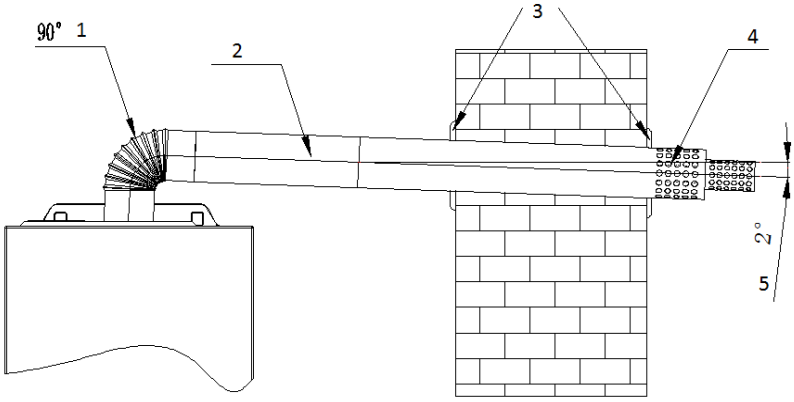

Рис. 15
В зависимости от фактического места установки котла можно столкнуться с ситуацией, когда длины трубы дымоотвода будет недостаточно для монтажа, или же необходим дополнительный поворот на $90^o$, тогда возможно, основываясь на фактической потребности, заказать удлинение трубы или дополнительные отводы $90^o$, смотри рис. 15.
**ВНИМАНИЕ:** Общая составная длина (с учетом возможных поворотов на90°) прямой трубы коаксиального дымо-/воздуховода (считая сразу же от отвода 90° после выхода из котла) **не должна превышать 3 м (см. рис. 15)**, при этом каждый дополнительный отвод 90° равнозначен увеличению длины трубы коаксиального дымо-/воздуховода на 1 м.
Раздельная система дымоходов и воздуховодов диаметром 80мм часто применяется в случаях монтажа, когда невозможно использование коаксиальной системы дымо-/воздуховода типа «труба в трубе» из-за превышения максимально допустимой длины, или при поквартирном отоплении многоэтажных домов в случае необходимости подсоединения к различным вертикальным коллективным (идущим через несколько этажей) каналам дымохода и воздухозабора (см. схемы на рис. 15а).
**ВНИМАНИЕ:** Общая составная длина (с учетом возможных поворотов на 90° и 45°) труб дымохода и воздуховода (считая сразу же от отвода 90° после выхода из котла) **не должна превышать максимальных растояний, указанных на рис. 15а**, при этом каждый дополнительный отвод 90° равнозначен увеличению длины трубы дымохода или воздуховода на 1 м, а каждый дополнительный отвод 45° равнозначен увеличению длины трубы дымохода или воздуховода на 0,5 м.
Обзор возможных вариантов подключения котла к различным исполнениям и типам дымо-/воздуховодных систем приведен на рис.15а.
**Рис. 15а.**